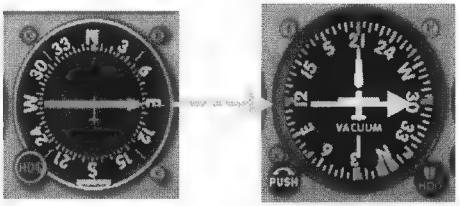

Figure 3.5: Superimpose the position of the ADF needle over your DG to find the magnetic bearing to station.
- To find the magnetic bearing to an NDB station quickly, mentally superimpose the position of the ADF needle over your DG, as shown in Figure 3.5. The NDB's magnetic bearing will coincide with the mental needle position on the DG.